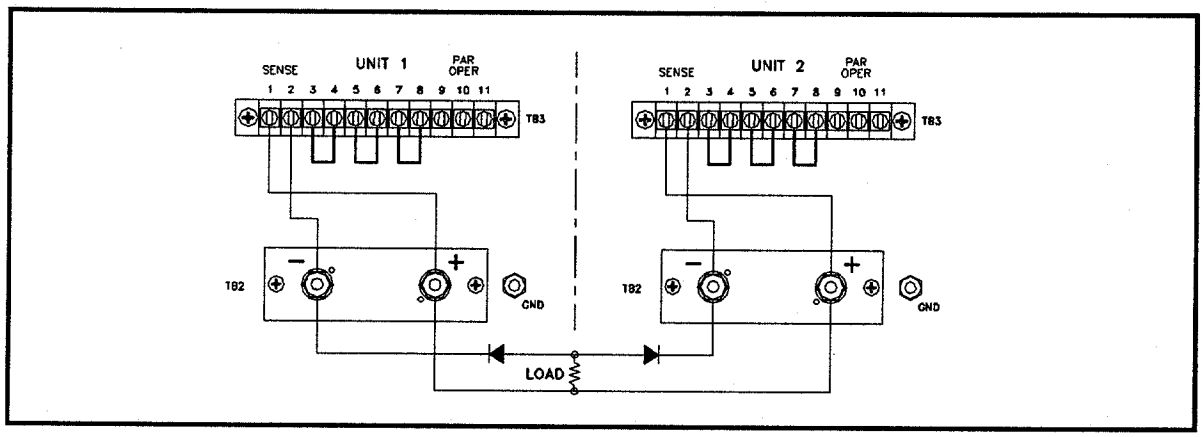

Figure 3-8 Direct Parallel Connections
3.4.1 .....Direct Paralleling (Figure 3-8)
Parallel operation requires protective diodes. See Figures 3-8 and 3-9.
If the DCR-B2 is used with an energy storage type of load (e.g., batteries or large capacitor or inductor banks) protective diodes must be used in series with the negative load lead as shown in Figures 3-8 and 3-9. This precaution must be taken to prevent energy stored in the external device or load being absorbed by the OVP crowbar SCR. Due to the limited energy capabilities of the SCR, damage could occur to the SCR and, perhaps, the load.